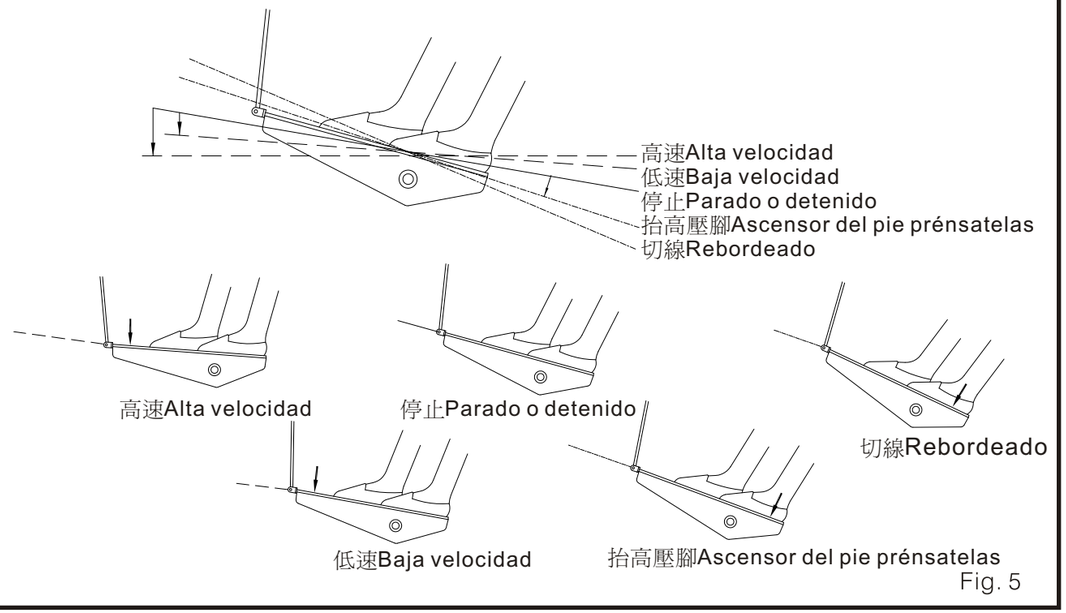

Fig. 5
3. Si la maquina cuenta con un equipo de ascenso automático del pie prénsatelas. Habrá cinco posiciones de funcionamiento del pedal. (Fig. 5)